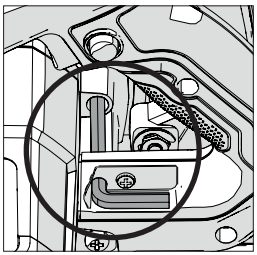

Рис. 1
- Найдите торцевой ключ для смены дисков, который находится во встроенной нише (расположение на всех устройствах аналогичное). **(Рис. 1)**